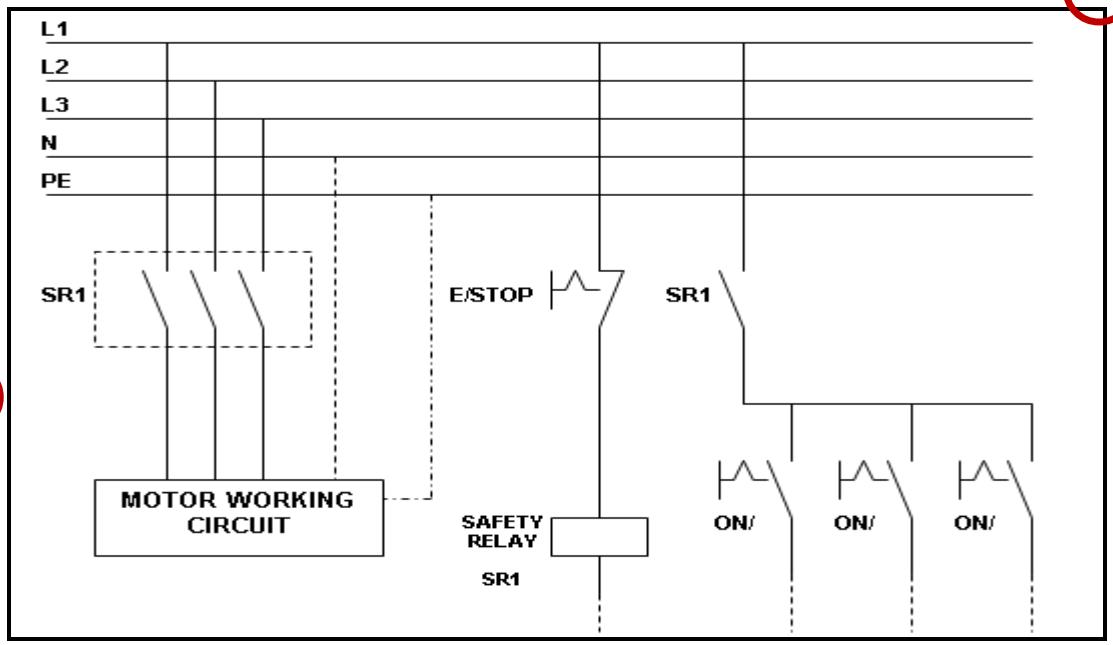

FIGURE 2
3.4 FIGURE 2 below represents an emergency-stop circuit controlling a motor.